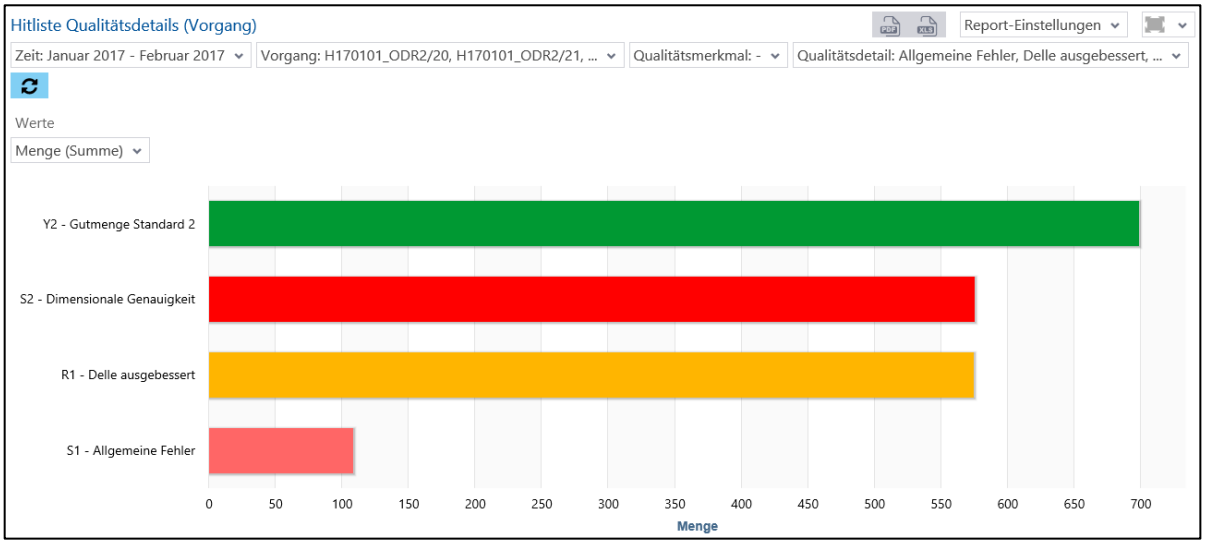

**Bild 133: Hitliste Qualitätsdetails (Vorgang) als Balkendiagramm**
- Hitliste Qualitätsdetails (Vorgang) als Balkendiagramm (Bild 133):